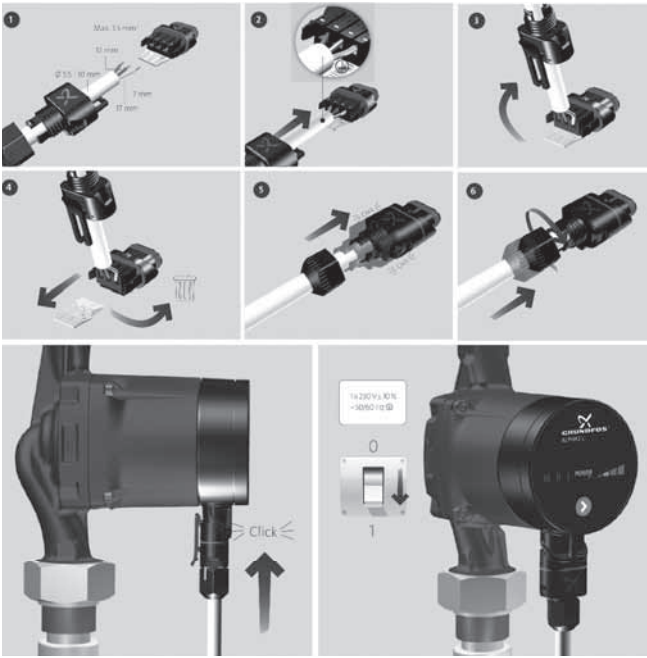

Рис. 7 Подключение электрооборудования
- Подключите насос к сети электропитания с помощью электроразъёма, поставляемого с насосом, как показано на рис. 7.
Чтобы ввести насосы типа ALPHA2 L в эксплуатацию, необходимо перевести сетевой выключатель в положение «Включено». При этом световой индикатор на панели управления будет показывать, что питание включено (см. рис. 7).